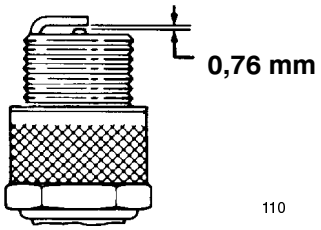

Figur 36
3. Justera elektrodgapet till 0,76 mm (figur 36).